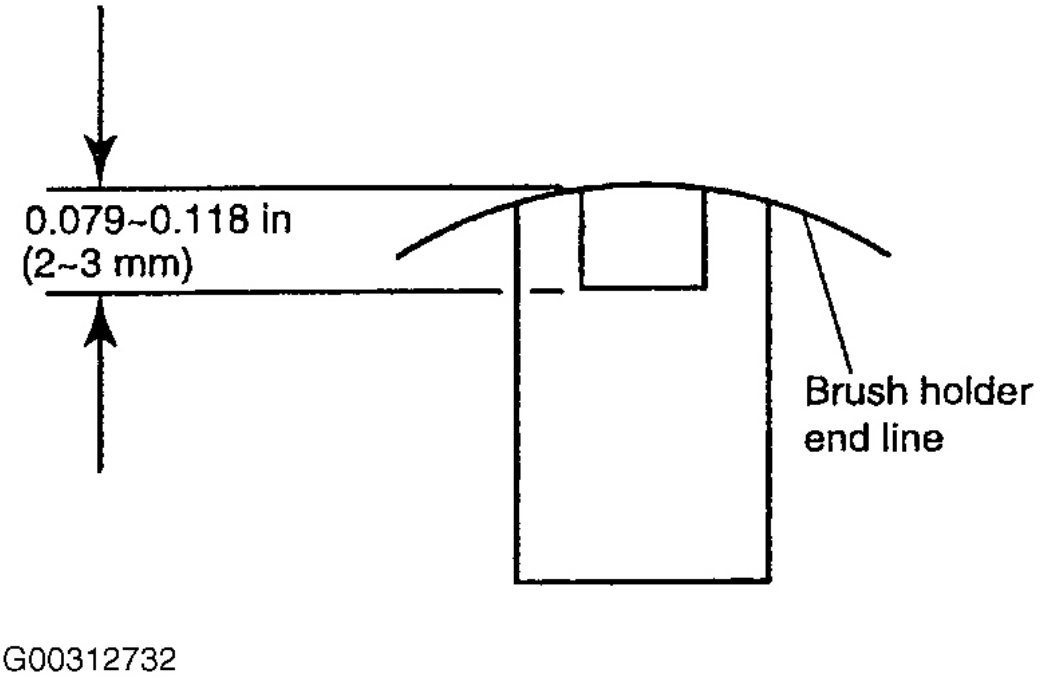

Fig. 27: Proyección de desgaste límite Línea
1. Montar Brush, y pigtail de soldadura de manera que la línea límite de desgaste de los proyectos de pincel. Ver **La Fig. 27** . 0,079 ~ 0,118 en (2 ~ 3 mm) de soporte de la escobilla.